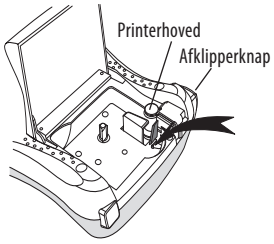

Figur 6
2. Tryk på afklipperknappen, og hold den nede for at få adgang til knivbladet. Se figur 6.
3. Kør forsigtigt den bløde side af værktøjet over printerhovedet. Se figur 6.